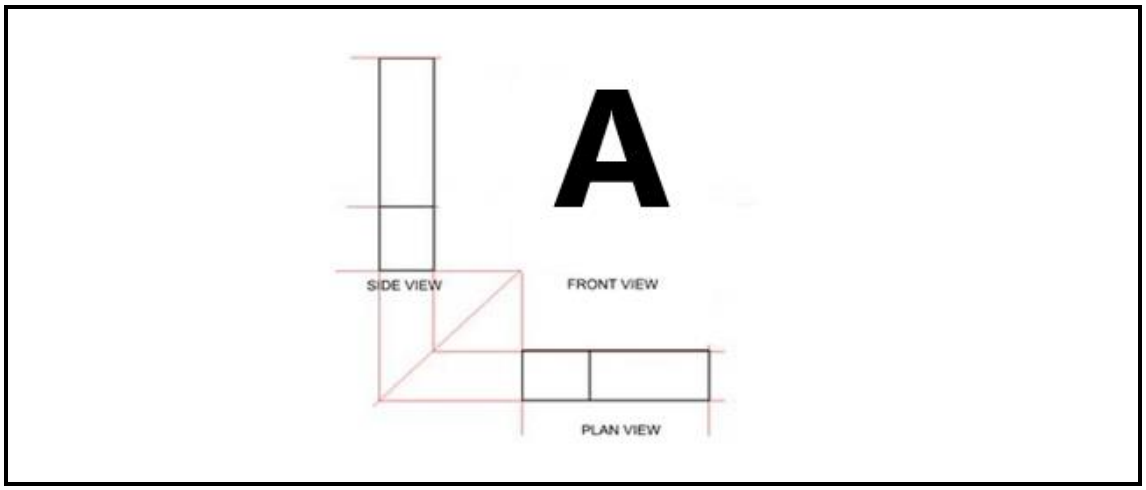

FIGUUR 5
4.5 FIGUUR 5 hier onder toon twee aansigte van ‘n eerste-hoekse ortografiese projeksie (d.w.s kant- en bo-aansigte) van ‘n voorwerp.